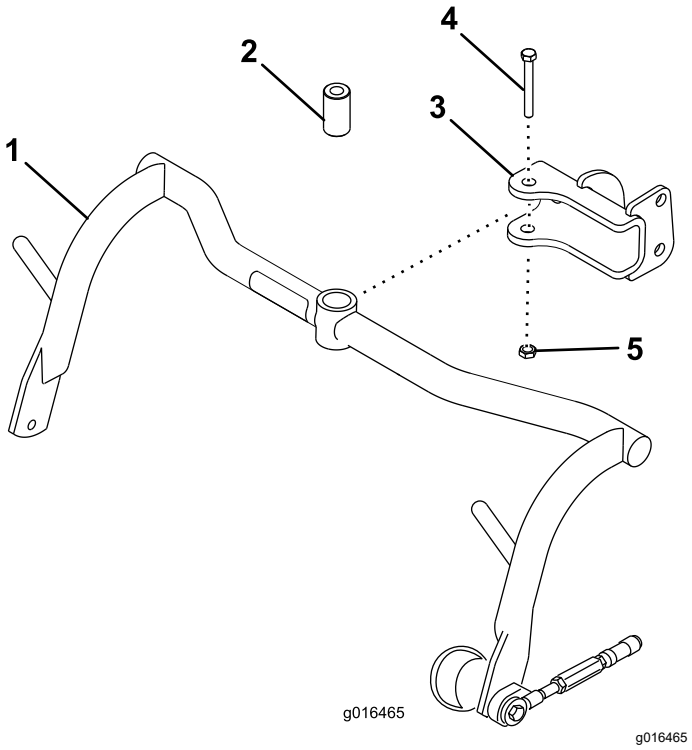

Figur 5
1. Montera en bärramsenhet på varje sprint med en distansbricka, skruv (½ x 3 ¼ tum) och låsmutter (½ tum). Se Figur 5. Dra åt till ett moment på 91–113 N·m.